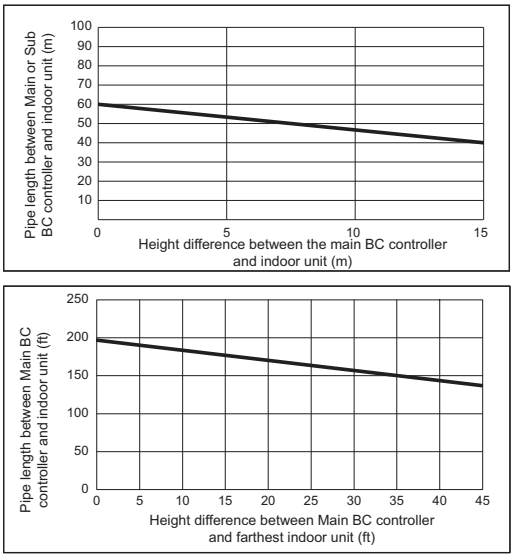

Fig. 2
*2. For details, refer to Fig. 2.
*9. When the piping length or the vertical separation exceeds the limit specified in Fig. 2, connect a sub BC to the system.
When using indoor models P54 or larger, the restrictions shown in Fig. 2 cannot be exceeded.